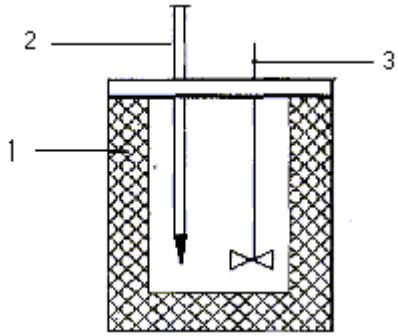

Рис. 2. Простейший калориметр:
Все измерения энтальпий процессов проводятся в калориметрах, которые могут иметь различные конструкции. Простейший калориметр, изображенный на рис. 2, представляет собой два стакана, вставленных друг в друга, для уменьшения теплообмена между ними помещен слой теплоизолятора (1), сверху калориметр закрыт крышкой, в которую вставлены термометр (2) и мешалка (3). Исследуемый процесс проводят во внутреннем стакане при непрерывном перемешивании, одновременно фиксируя температуру.